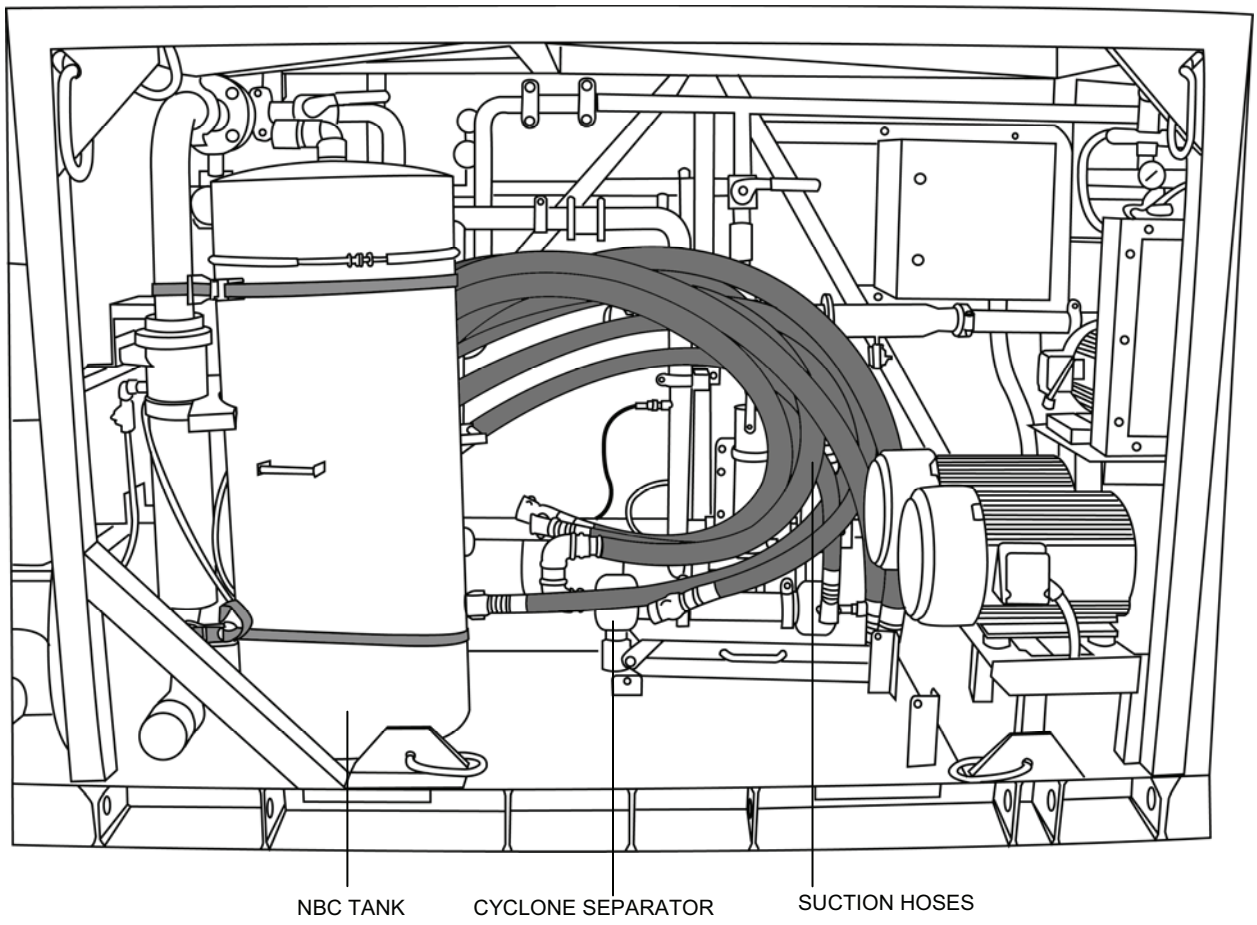

Figure 15. Equipment Area Packout 2.
5. Curl the eight remaining 10-ft. suction hoses and pack behind the NBC tank and on top of the cyclone separator (Figure 15).